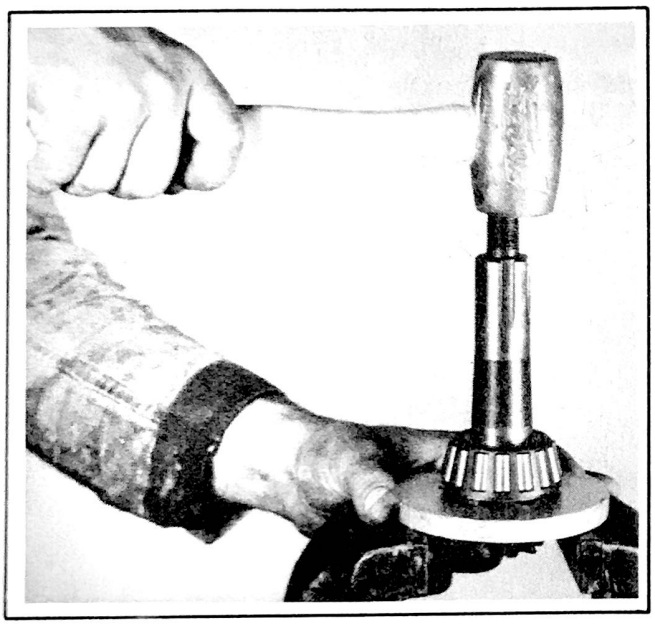

Figure 281 - Rear Pinion Shaft Bearing Remover and Installer Tool J-1301
Remove rear pinion shaft bearing cone (20), Fig. 274, from pinion shaft using pinion shaft bearing remover tool J 1301 as shown in Fig. 281.